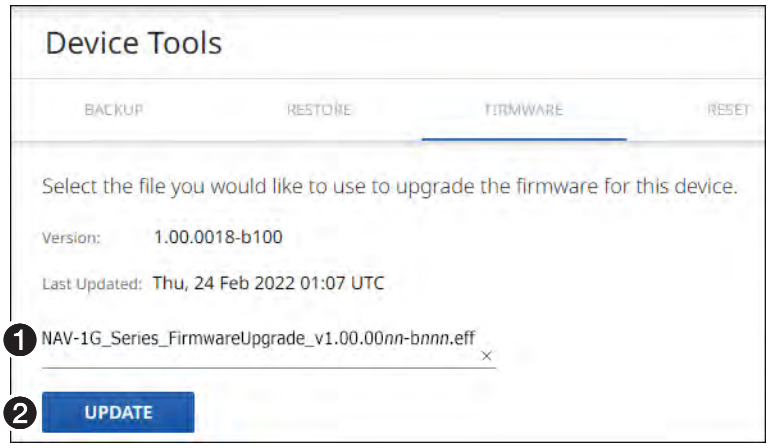

Figure 46. Device Pane with Firmware File Identified
4. Click **`Open`** (❷). The `Open` dialog box closes and the `Tools` pane returns to the top, with the selected firmware file identified (see **figure 46**, ❶).